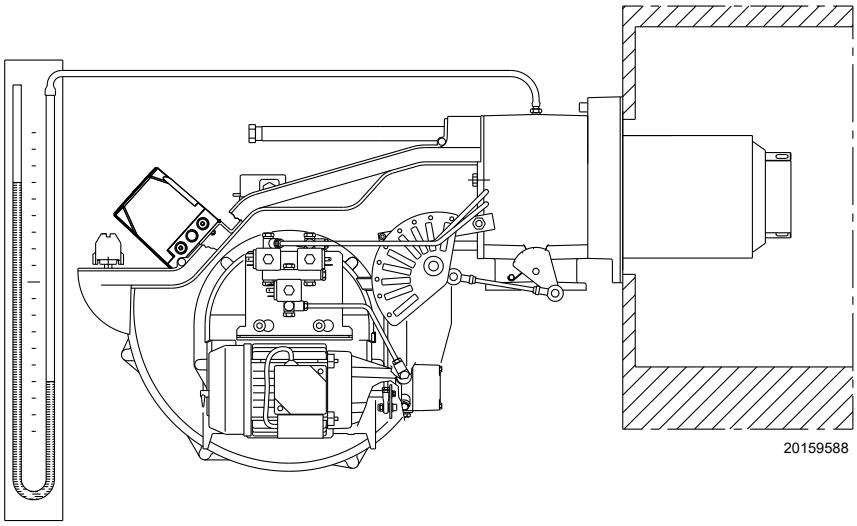

Fig. 37
– Montar un manómetro en U o un manómetro de tipo diferencial (Fig. 37), con toma (+) en la presión del gas del manguito y (-) en la cámara de combustión.
La llegada de gas al manguito puede observarse en el manómetro en U (Fig. 37).
Orientativamente, puede obtenerse consultando la Tab. L en pág. 28, basta con leer la presión del gas en el manómetro en "U", ver Fig. 37 en pág. 33, y seguir las indicaciones.